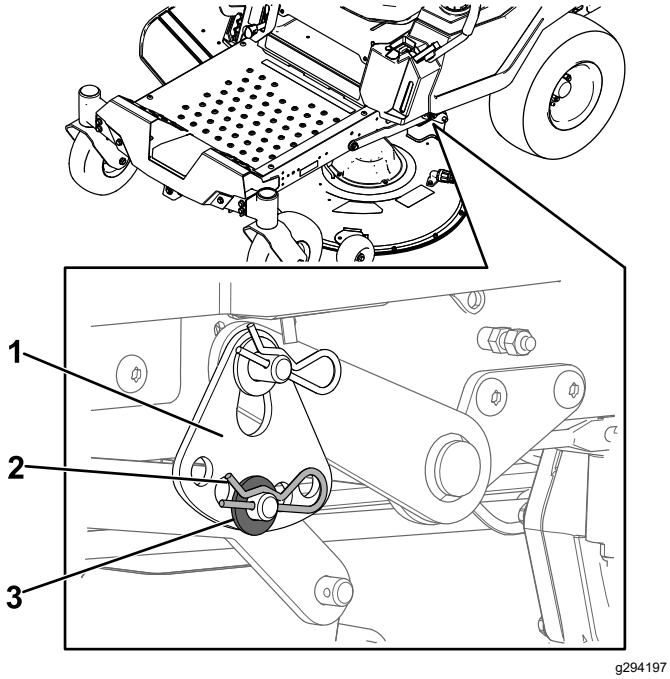

Figura 73
6. Remova o perno de gancho e a anilha do pino do braço de elevação (Figura 73).